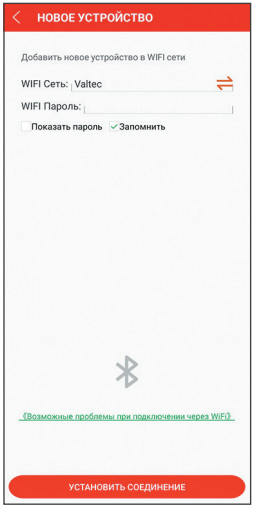

Рисунок 7
8.3.2. В появившемся окне «Новое устройство» в поле «WIFI Сеть» определяется название используемой сети. В поле «WIFI пароль» необходимо ввести пароль для подключения к сети. Нажмите кнопку «Установить соединение» внизу экрана *(рисунок 7)*.